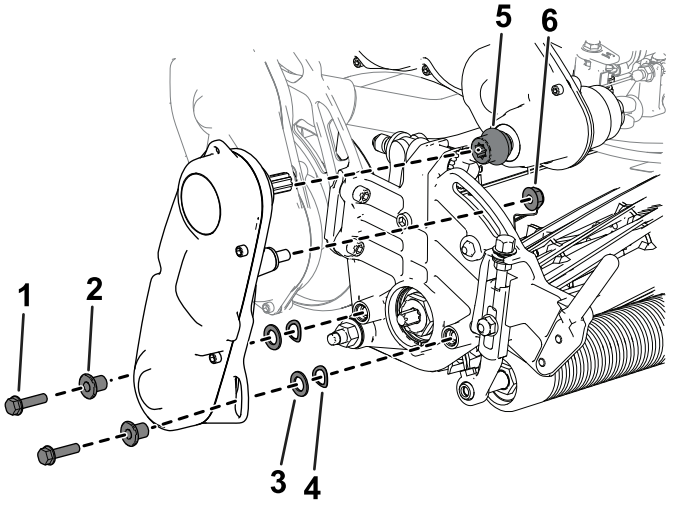

Figur 5
6. Monter koblingen på transmissionens drivaksel (Figur 5).
7. Brug de tidligere fjernede bolte og møtrikker til at montere knivcylindersamlingen på klippeenheden (Figur 5).
8. Sørg for, at koblingen (Figur 5) nemt kan bevæge sig frem og tilbage på transmissionens drivaksel.